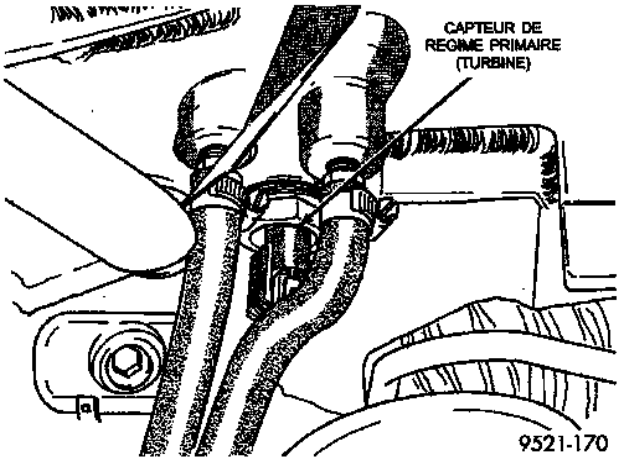
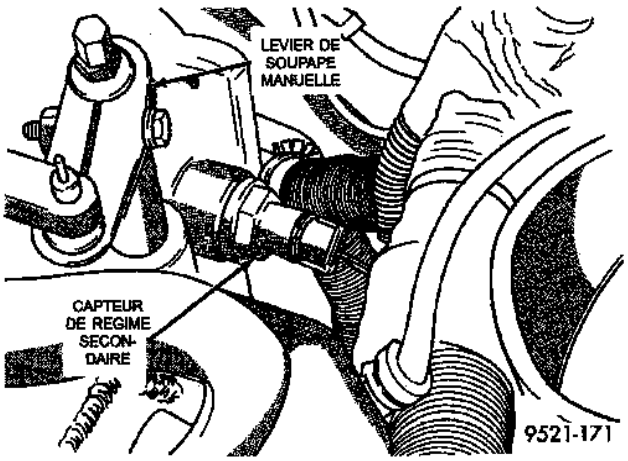

Fig. 39 Capteur de régime primaire (Turbine)
Fig. 40 Capteur de régime secondaire
(5) Déposer les conduites de refroidissement de la boîte-pont.
(6) Déposer le connecteur à l'ensemble de solénoïdes de la boîte-pont.
(7) Déposer les connecteurs de câblage des capteurs de régime primaire et secondaire (Fig. 39) (Fig. 40).
(8) Débrancher le connecteur électrique au capteur de gamme de la transmission.
(9) Déposer les boulons supérieurs du carter supérieur.
(10) Déposer le boulon de montage du tube de chauffage.
(11) Déposer le câblage du capteur de vitesse du véhicule au capteur.
(12) Déposer un boulon arrière de montage du moteur du dessus.
(13) Déposer la vis de l'écran de monture arrière du moteur.